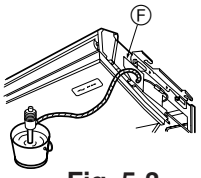

Fig. 5-3
5. Auf einwandfreien Auslauf überprüfen. (Fig. 5-3)